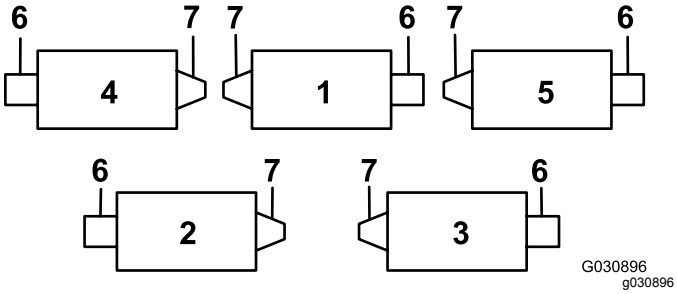
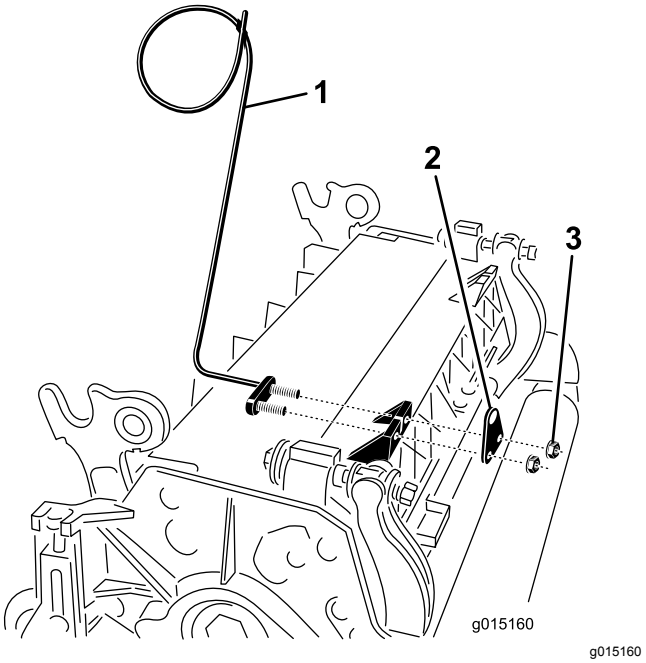
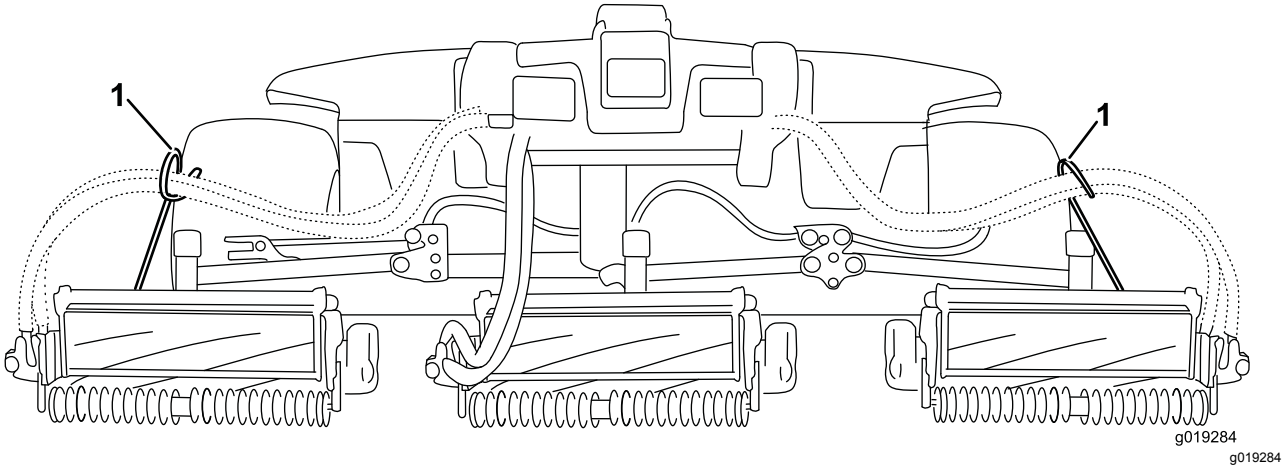

**Figur 7**
**Figur 8**
**Figur 9**
***Viktigt:*** **Använd stångbeslagets fästmuttrar när du monterar slangstyrningen längst fram på klippenhetens flikar (Figur 7 och Figur 8) på den fjärde (vänster fram) och femte (höger fram) klippenheten. Slangstyrningen ska luta mot klippenheten i mitten (Figur 8 och Figur 9).**